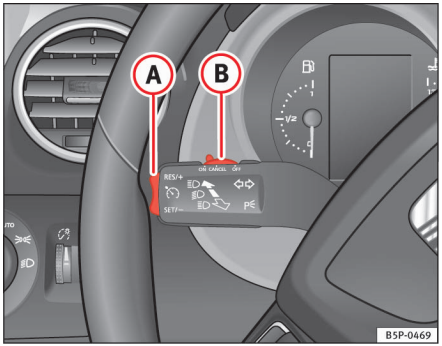

Fig. 130 Blink- og fjernlysarm: kontakt og vippeknap til fartpilot
– Tryk et kort øjeblik på den nederste del **SET/-** ⇒ fig. 130 af vippeknappen (A), når den hastighed, der skal gemmes, er nået.